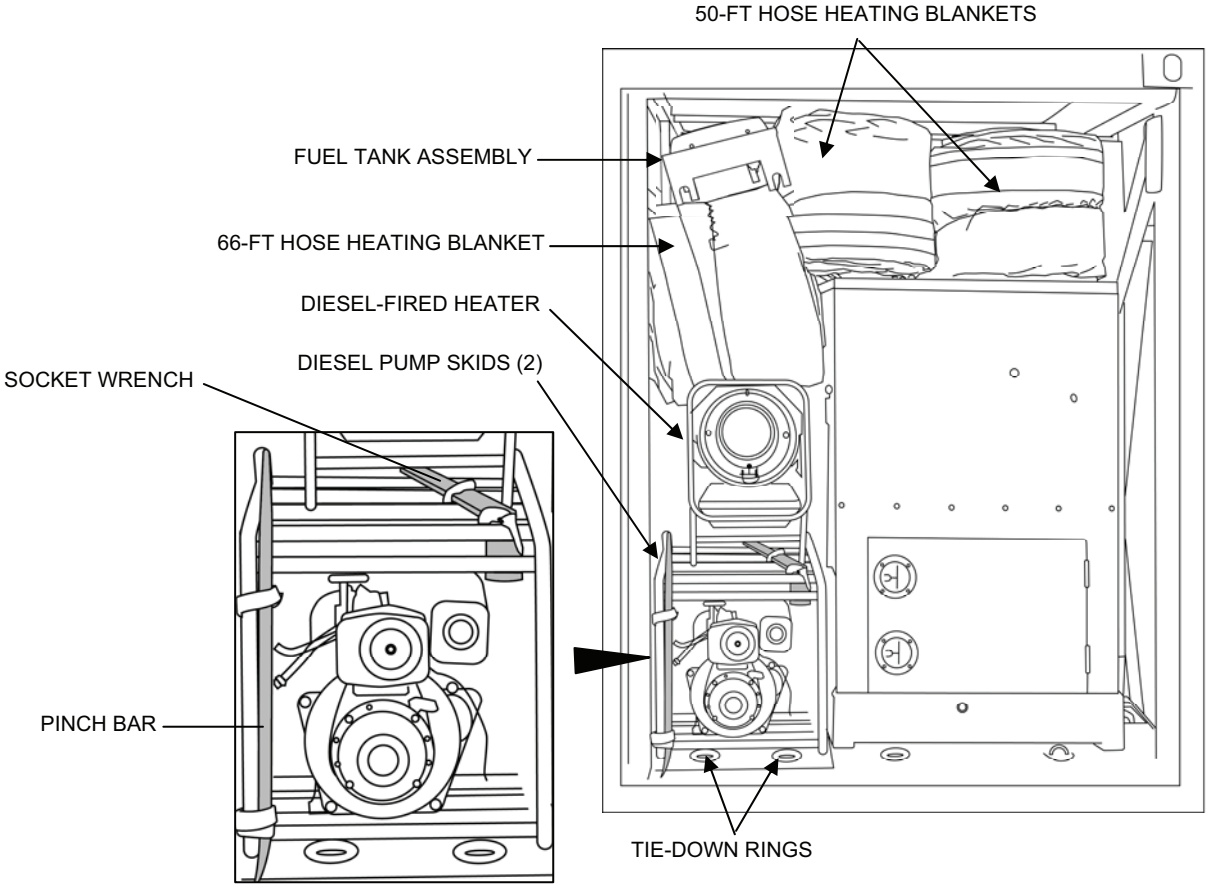

Figure 23. Generator Area Packout 1.
3. Pack the two diesel pump skids (with the fuel tank assemblies removed) and the diesel-fired heater next to the generator (Figure 23).
4. Strap the pinch bar to the front diesel pump skid using two 18-in. hook and loop straps (Figure 23).
5. Strap the bail bar socket wrench to the top of the front diesel pump skid using two 18-in. hook and loop straps (Figure 23).
10. From the front, pack the following items as shown (Figure 23):